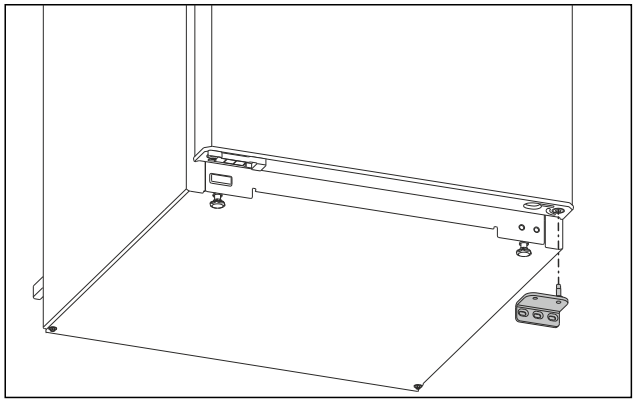

Fig. 7
▶ Ta av lagerbock neråt. (se Fig. 7)